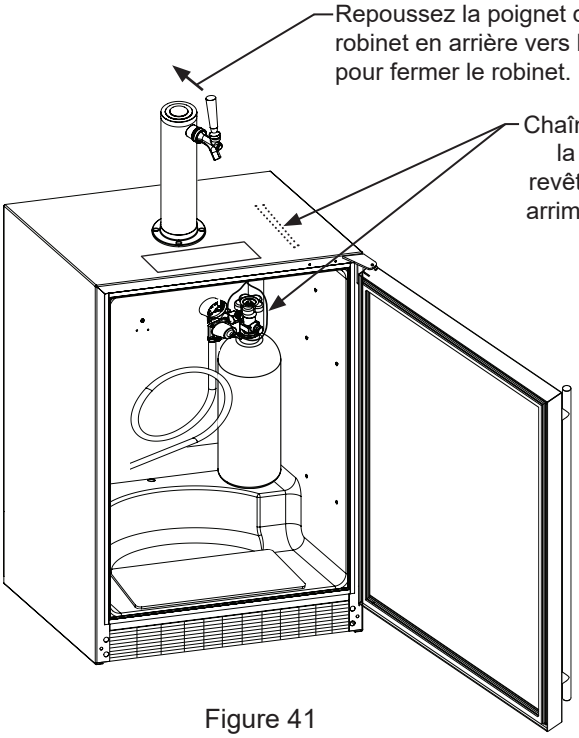

Figure 41
8. Positionnez la bouteille de gaz dans l'angle du réfrigérateur comme c'est montré en Figure 41 et attachez-la avec la chaîne. Repousser la poignée de robinet en arrière vers la tour pour fermer le robinet.